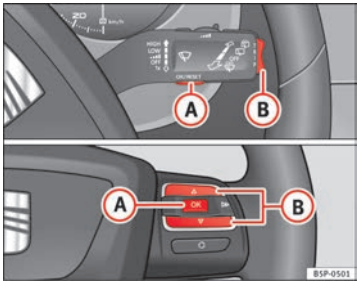

Fig. 40 Rocker buttons A and B. Steering wheel controls.
– When the ignition is on, briefly press button ⇒ Fig. 40 (A) on the windscreen wiper lever to change from one memory to another or press button (A) on the steering wheel controls ⇒ Fig. 40.